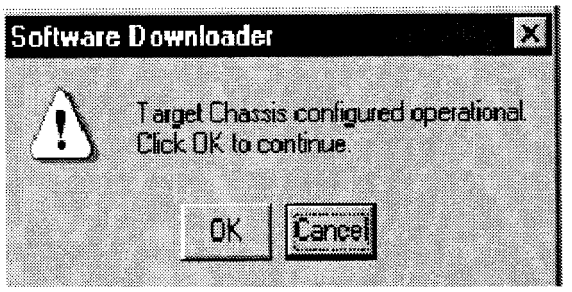

FIGURE 4-9. OPERATIONAL CHASSIS WARNING BOX
(1) Observe Warning box (Figure 4-9).
(2) Click OK to continue or Cancel to discontinue.